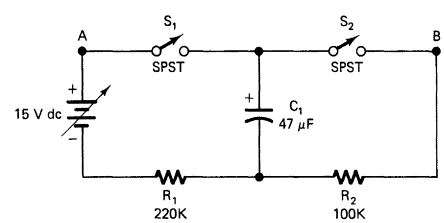

FIGURE 6-1A *RC* combination circuit.
1. Construct the circuit in Fig. 6-1A.
5. Compute the total charge and discharge currents for the circuit shown in Fig. 6-1A.
6. Prepare the VOM to measure direct current in the 1 mA range and connect it in series with R_1 and C_1 at point *A* in the circuit shown in Fig. 6-1A. (*Note:* Both S_1 and S_2 must be open.)